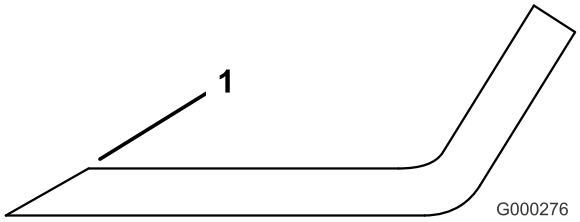

Figur 83
1. Anvend en fil til at slibe begge ender af skærekniven (Figur 83). Bevar den oprindelige vinkel. Skærekniven bevarer balancen, hvis der fjernes den samme mængde materiale på begge skærekanter.